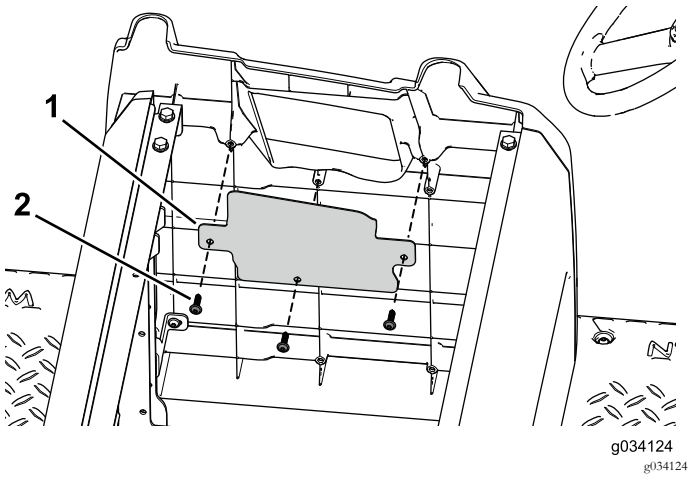

Figura 95
6. Utilize os três parafusos autorroscantes para prender a cobertura da abertura para a placa lateral (Figura 95).